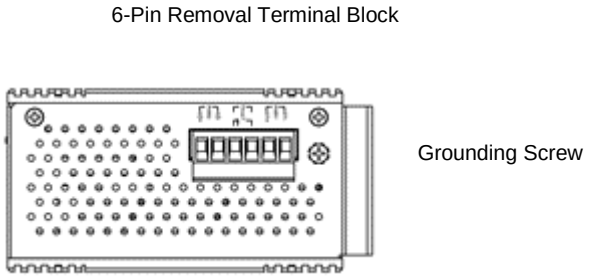

*Figure 2.3*
*Figure 2.3*, below, shows the top panel of the LMP-1204G-SFP-bt-24 series switch that is equipped with one 6-pin removal terminal block connector for dual DC power inputs (12~55VDC).